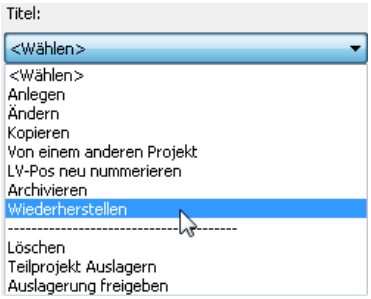

Bild 18.70 – Wiederherstellen einer archivierten Titel-Ebene
- Rufen Sie in der Zeichnungsverwaltung die Funktion *Wiederherstellen* aus dem Listenfeld der betreffenden Ebene auf, hier also *Titel* (Abb. 18.70).